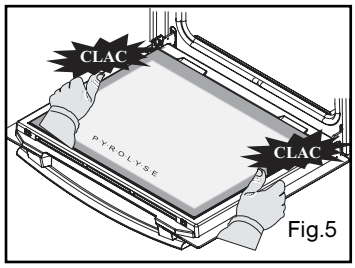

Fig.5
- Sæt det sidste glas på plads med angivelsen "P.Y.R.O.L.Y.S.E" anbragt ud mod dig (Fig.5).